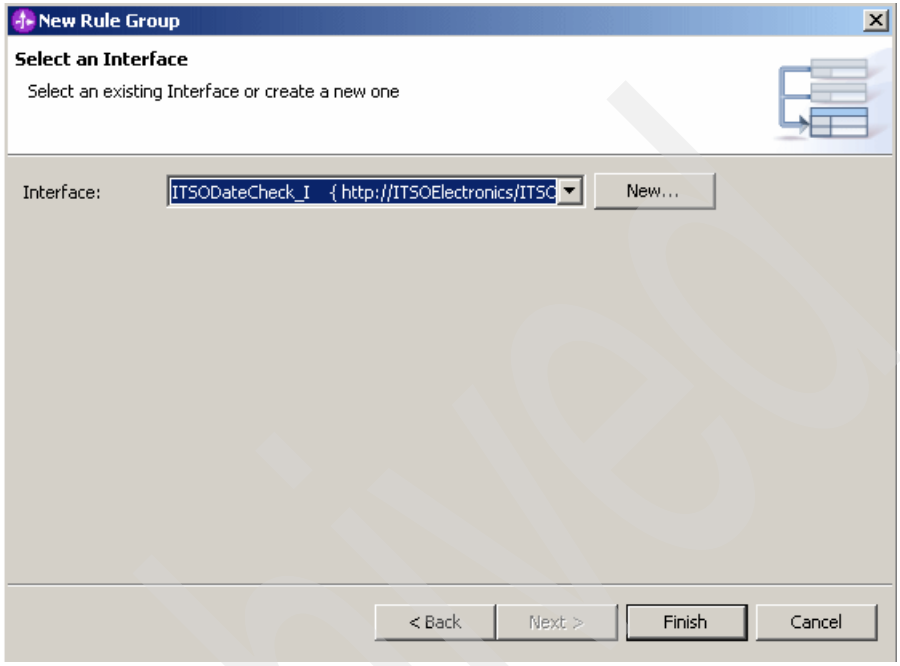

Figure 10-48 New Rule Group wizard: Select an Interface panel
3. In the Select an Interface panel (Figure 10-48), select the **ITSODateCheck_I** interface, and click **Finish**.